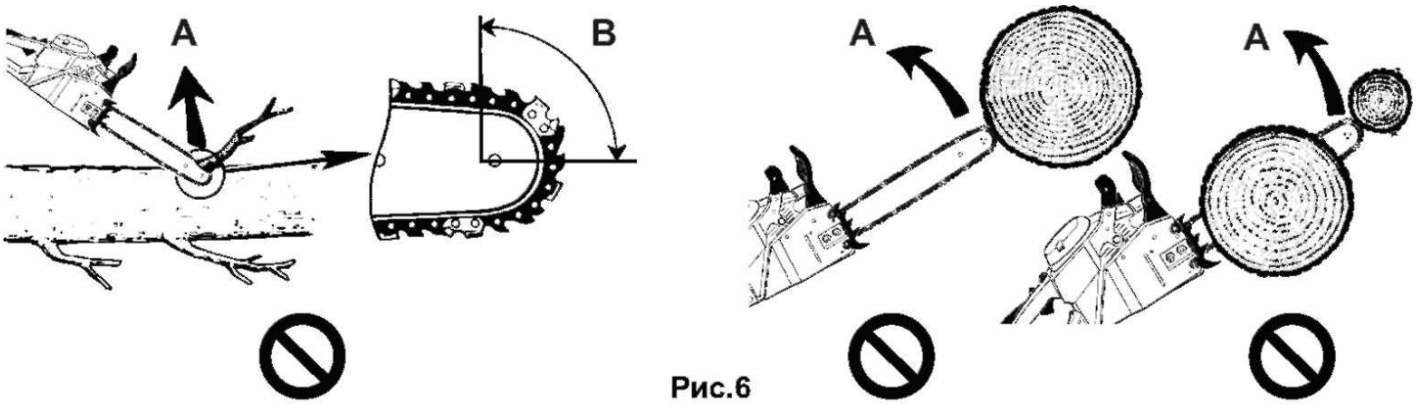

Рис.6
• Заброс может возникнуть вследствие касания объекта работы концом шины, а также, при застревании цепи пилы в древесине. При касании конца шины, может произойти очень быстрая обратная реакция, происходит рывок шины пилы в сторону работающего по направлению **А** (рис.6).
• Запрещается пиление сектором шины **В** (рис.6).